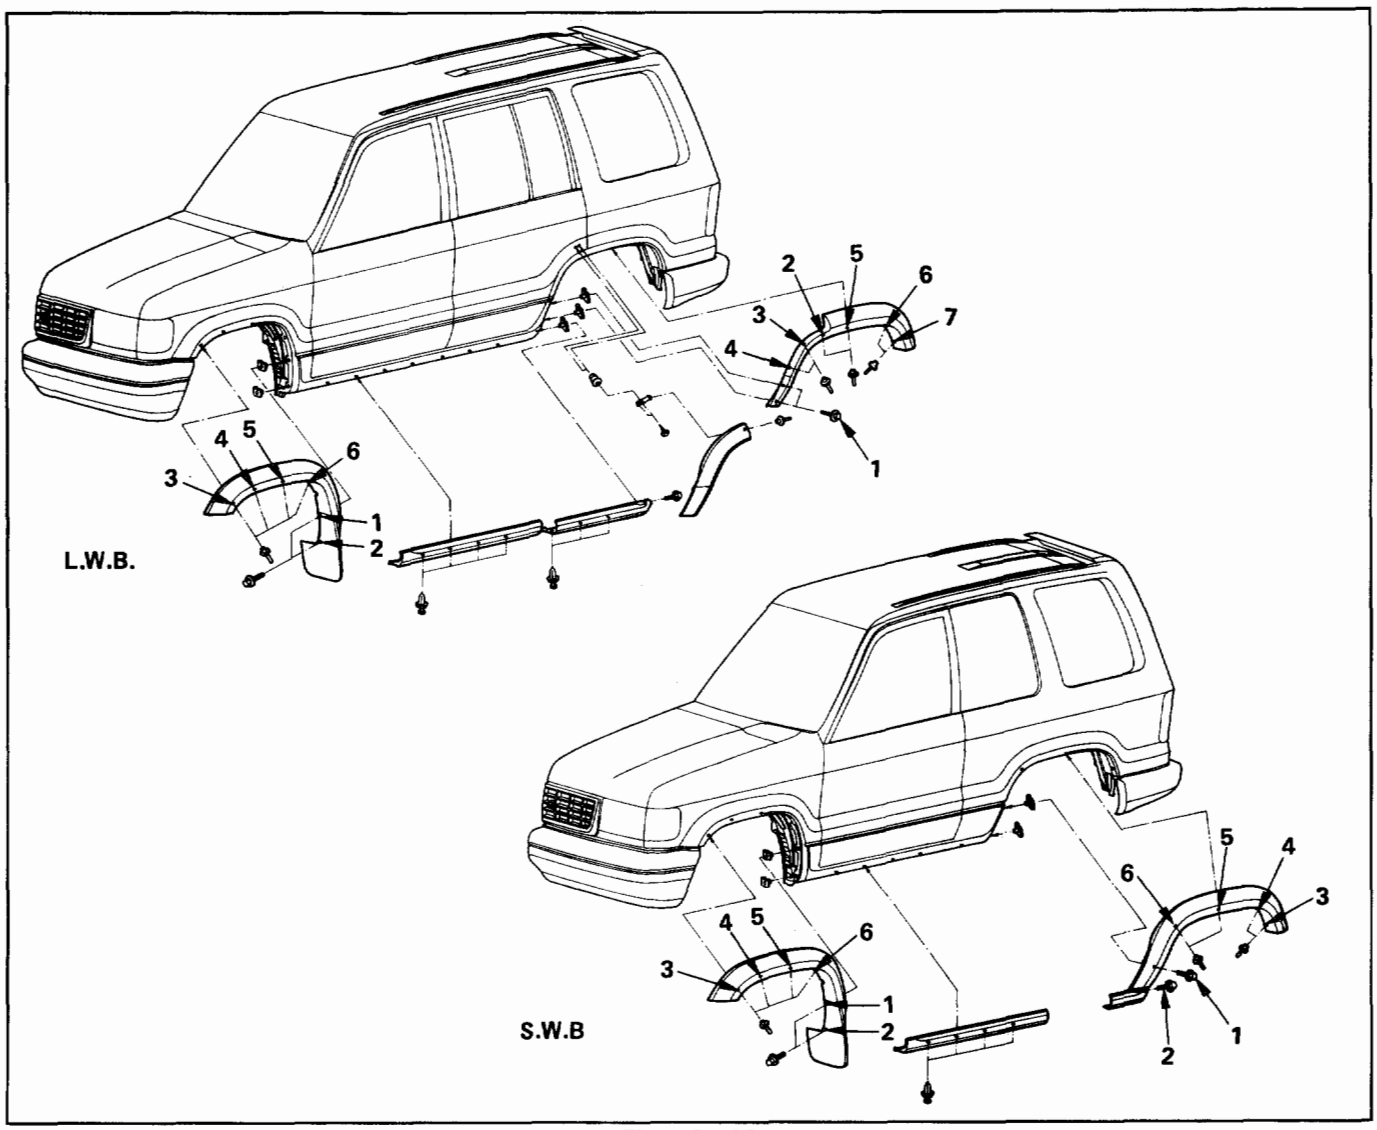

Fig. 10-132
1. Use a new 2-sided adhesive tape whenever installing each wheel opening extension assembly and rocker protector assembly. Using a white gasoline, clean the places in advance where a 2-sided adhesive tape is affixed. Also, install the clips, screws and blind rivets in the order specified. (Fig. 10-132)